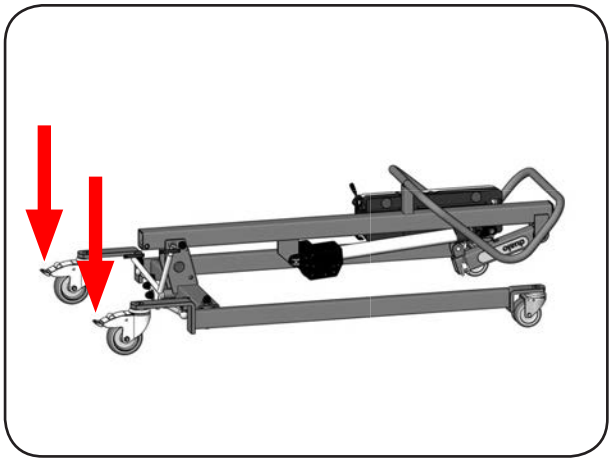

Abbildung 08
1. Stellen Sie als erstes das Basismodul mit den Rollen auf den Boden und bremsen Sie die hinteren Laufrollen (Abbildung 08).